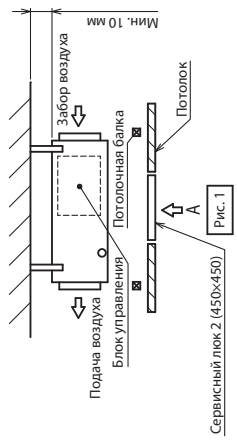

Рис. 1
1. Если пространство под блоком (между блоком и потолком) 300 мм или более (Рис. 1):